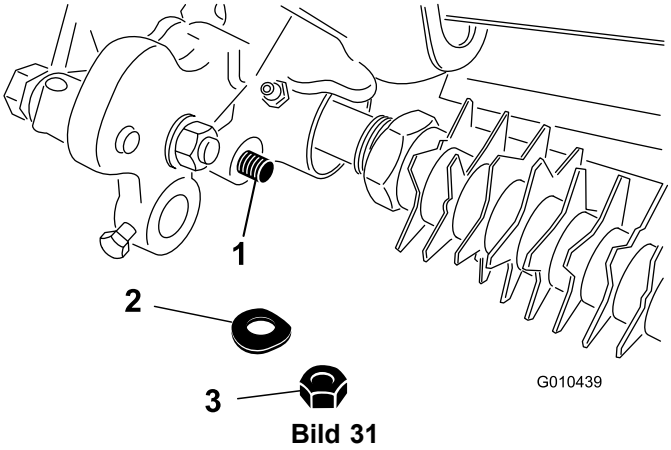

Bild 31
4. Entfernen Sie die Sicherungsmutter und die Federscheibe, mit denen das Stangenende des Schnitthöhenarms am Groomerantrieb befestigt ist (Bild 31).